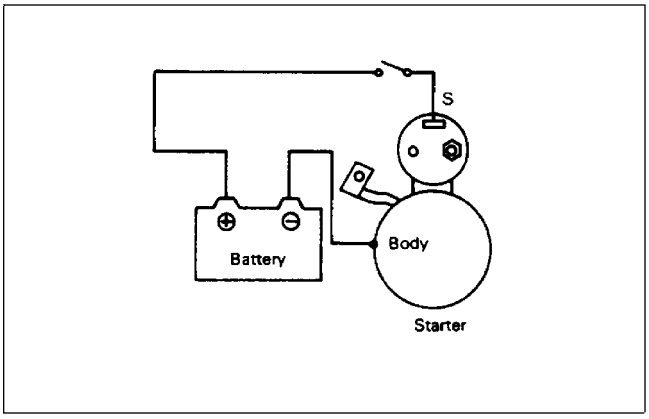

Figure 32
1. Disconnect the wire from terminal “M” (Fig. 32).